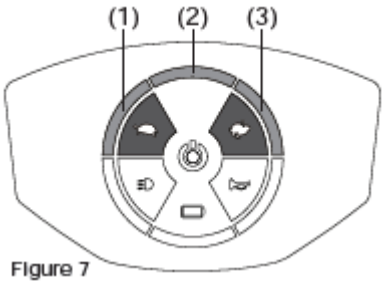

Figure 7
- 3 단계로 속도 조정이 가능합니다. 3 이 가장 빠름 이고 1 이 가장 느림입니다.(Figure 7)